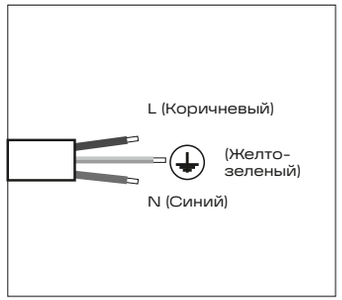

Рис. 3
5.14 Для выполнения электрических подключений обратиться к схеме на рис. 3.